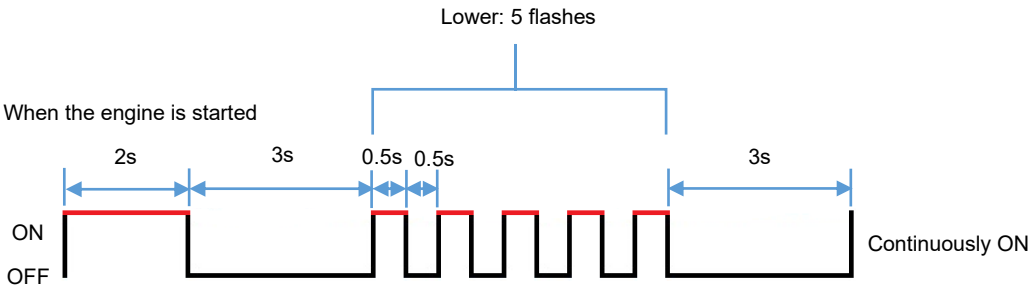

Figure 24: Accelerator Sensor Failure
- If an accelerator sensor failure is detected when the engine is started, the failure indicator light will flash in a pattern of five (equal flashes) as shown in **(Figure 24)**